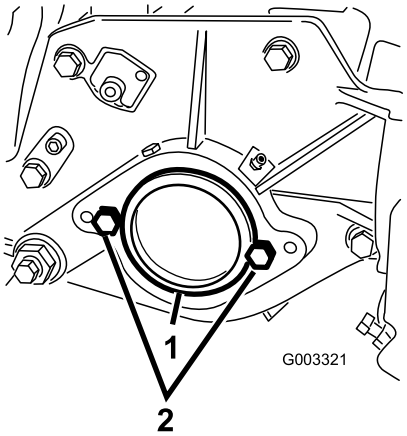

Figura 16
2. Na extremidade direita da unidade de corte, retire o tampão de plástico da caixa de rolamentos (Figura 16).
3. Retire os 2 parafusos da placa do lado direito (Figura 16).
2. Parafuso (2)
5. Instale os 2 parafusos de montagem do motor do cilindro na placa do lado esquerdo da unidade de corte (Figura 16).